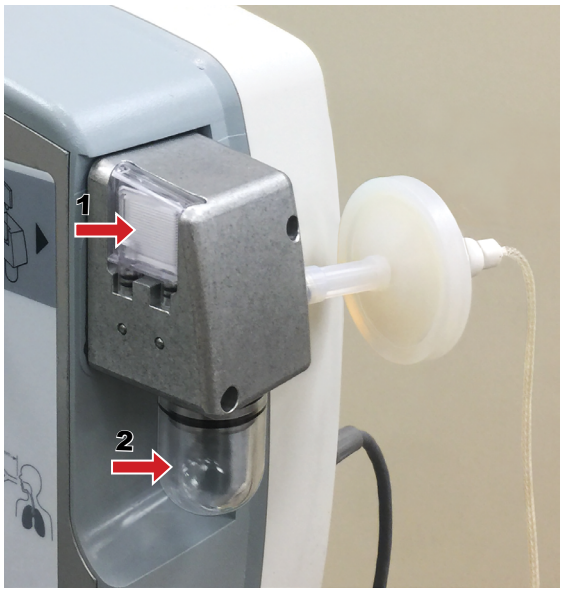

Figure 2-8 Water Trap Assembly, rear view
1. At the side of the INOmax DS_{IR} Plus, confirm that the Water Separator Cartridge (see **1**, Figure 2-8) and the Water Bottle (**2**) are in place.